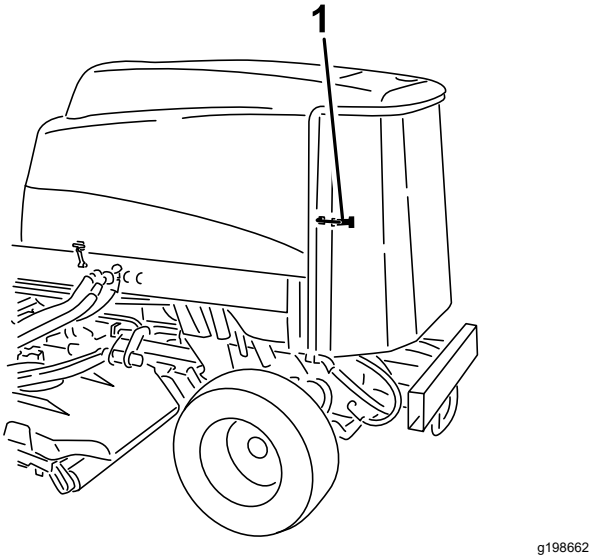

**Figuur 117**
3. Ontgrendel en draai het achterscherm open (Figuur 117).